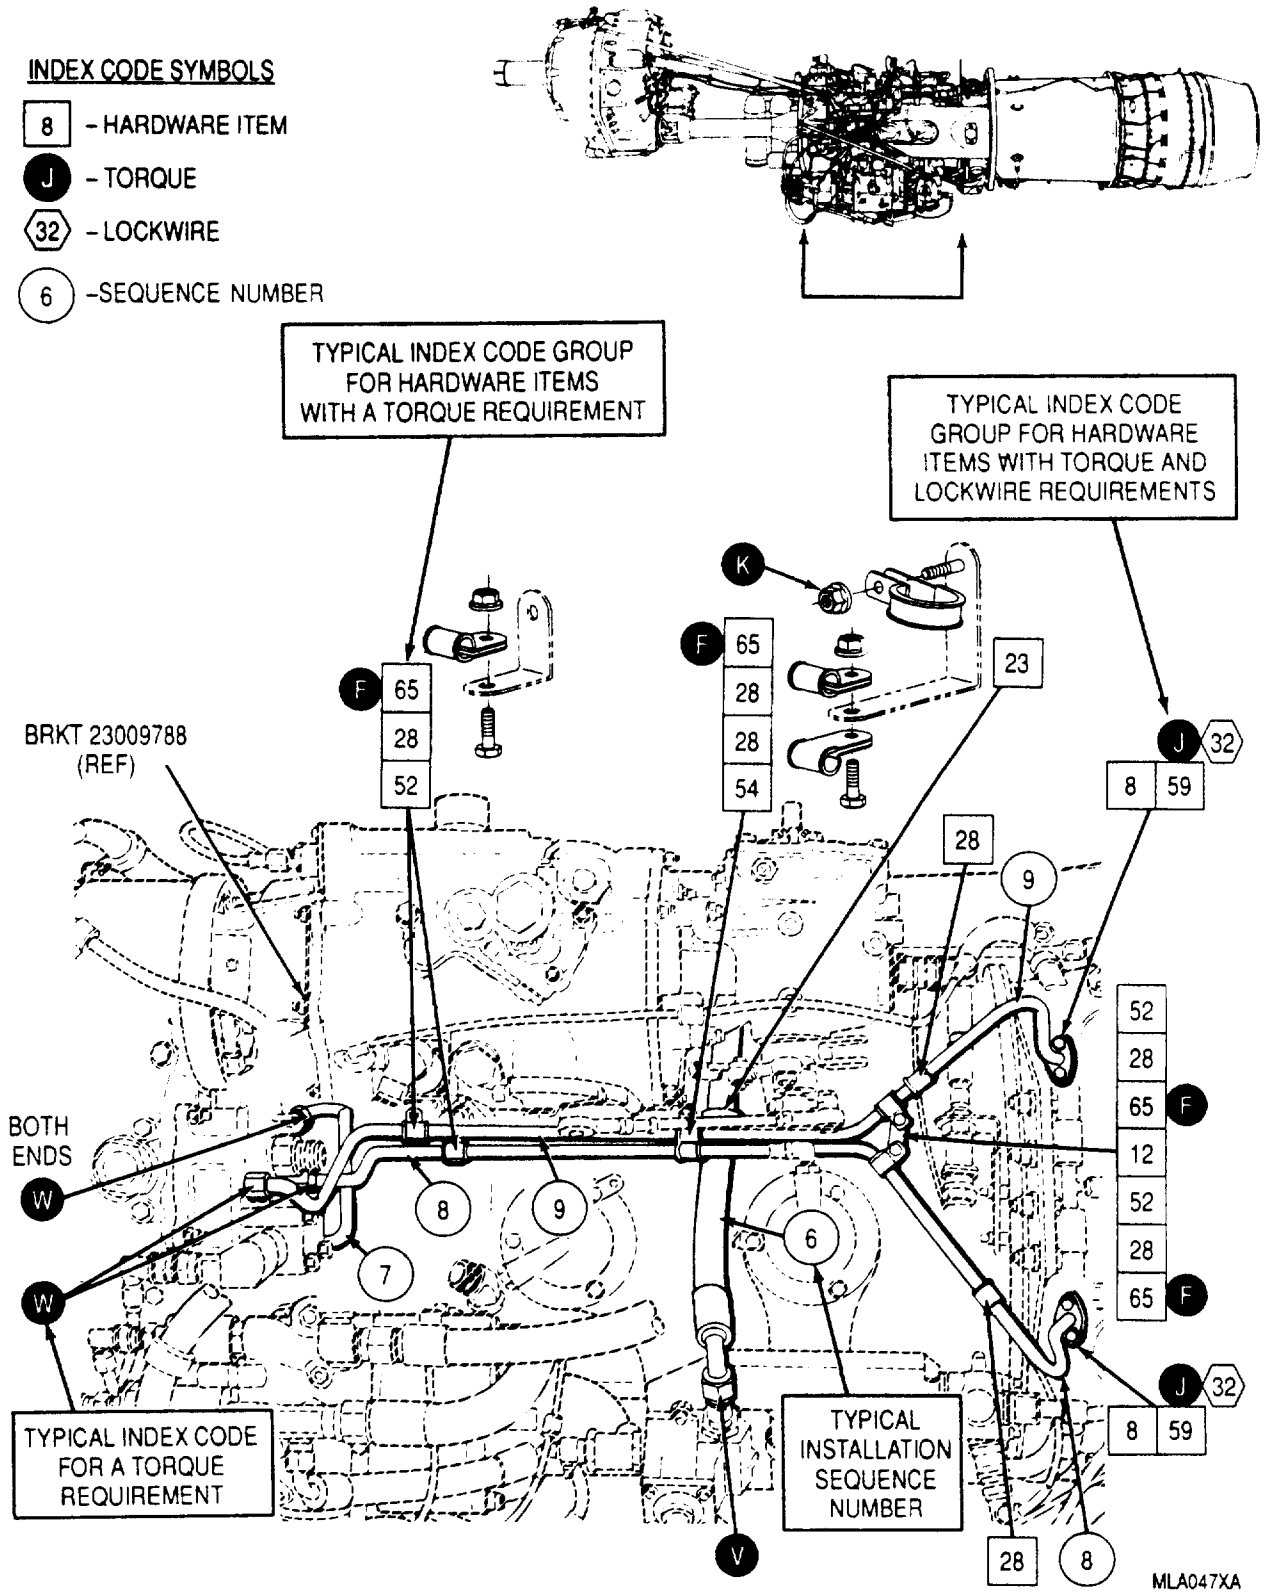

Figure 1. Example of Zone Detail Figure and Typical Index Codes
52. ZONE DETAIL FIGURES (Figures 1, 6 through 20). The zone detail illustration for each figure (6 through 20) provides complete data for installation of the sequence number items shown in the applicable figure. The areas not involved with the parts installation are subdued to emphasize the work area. The attaching hardware, torque and lockwire requirements are identified by index codes (symbols). The following are examples of the symbols used to make up the index codes.
These hardware index codes appear in illustrations either single or as a group. A single hardware code indicates an item (normally a clamp) that is loose or installed at that location. A group of hardware codes indicate a stackup of items at that location including the torque requirement code. When a lockwire requirement is applicable the appropriate code will be included. Refer to figure 1 for example of index codes.